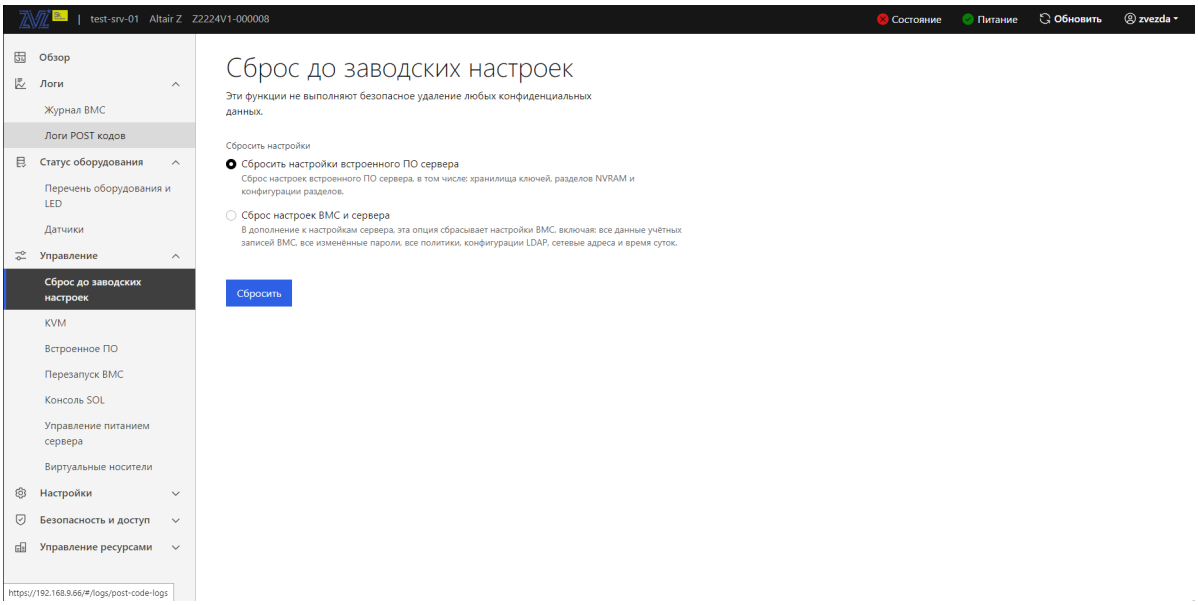

Рис. 82. Окно «Сброс до заводских настроек»
2) Пройдите во вкладку «Управление» → «Сброс до заводских настроек» в данной вкладке осуществляется сброс настроек сервера до заводского состояния. В поле «Сбросить настройки» выберите сброс тех настроек которые вы хотите произвести (сброс настроек встроенного ПО сервера либо сброс настроек BMC и сервера) и нажмите кнопку «Сбросить». Окно показано на рис. 82 Окно «Сброс до заводских настроек»